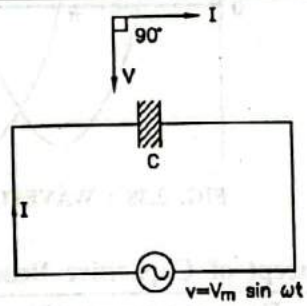

**FIG. 2.37 : PURELY CAPACITIVE CIRCUIT**
- Fig. 2.37 shows an a.c. circuit containing a capacitor of capacitance C farads. Let the alternating voltage applied be